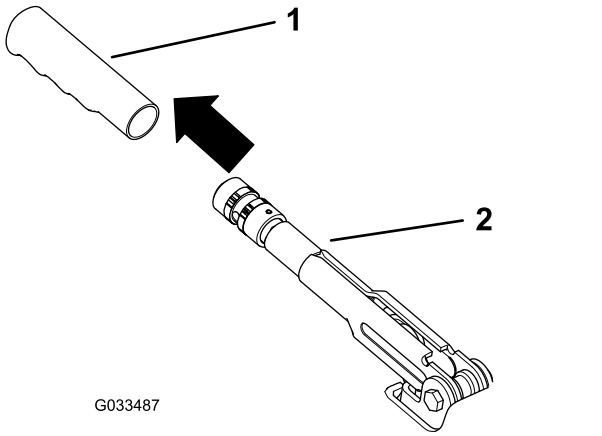

Bild 56
1. Nehmen Sie den Gummigriff vom Feststellbremshebel ab (Bild 56).
5. Befestigen Sie den Gummigriff am Feststellbremshebel (Bild 56).